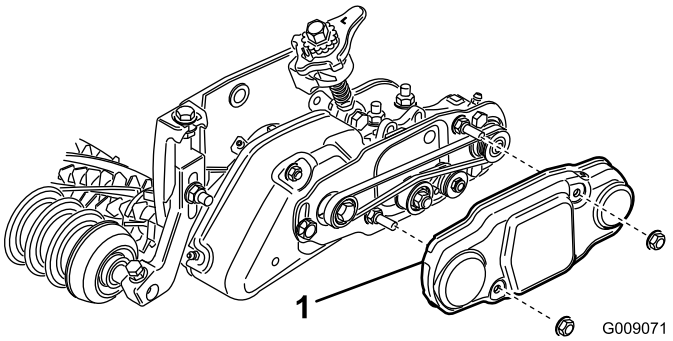

Figura 34
48. Coloque la cubierta de la correa sobre los pernos de montaje y sujétela con 2 tuercas con arandela prensada (Figura 34).